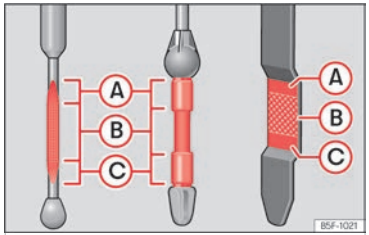

Fig. 248 Varilla de medición del nivel de aceite.
- A continuación, vuelva a extraerla y compruebe el nivel de aceite ››› fig. 248. En caso necesario, reponga aceite del motor.
- Cuando el nivel de aceite alcance como mínimo la zona ››› fig. 248 Ⓑ, enrosque la tapa de la boca de llenado con cuidado ››› ⓘ.